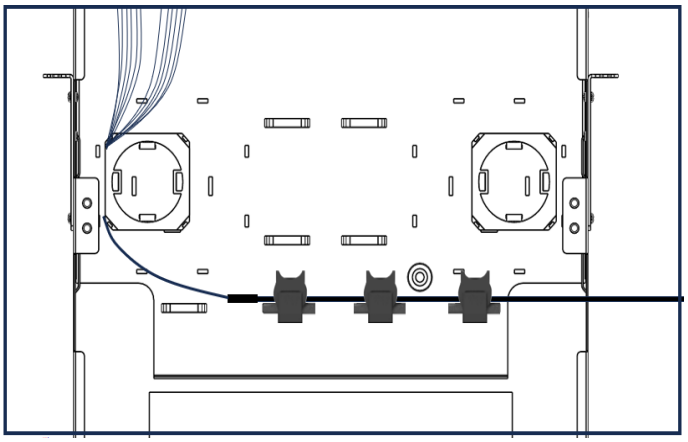

Figure 4
7.3) An example of a Patch only wiring scheme is depicted in Figure 4.